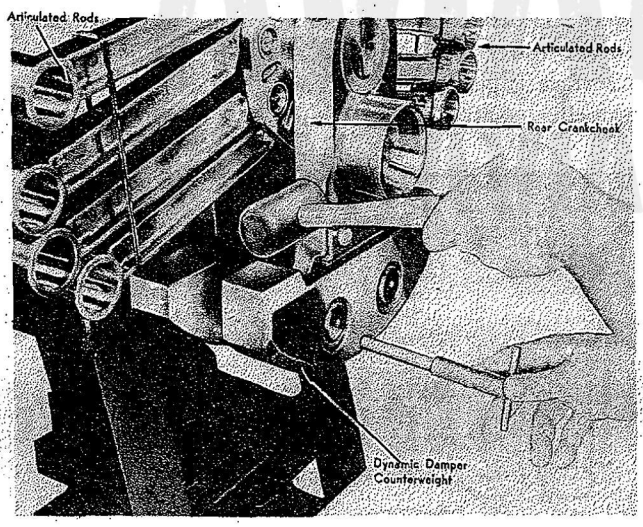

Figure 214—Aligning Crankshaft Rear
c. Align the crankshaft rear end to the crankshaft front end in the following manner: Insert the medium and largest selective fit aligning bars (Tools No. 83576 and 83577, respectively) through the holes in the crankshaft front and rear counterweights. Tap the side of the crankshaft rear, using a fiber or hard rubber mallet until this part is aligned with the crankshaft front end, when the largest selective fit aligning bar (Tool No. 83577) is used. Refer to Figure 214.